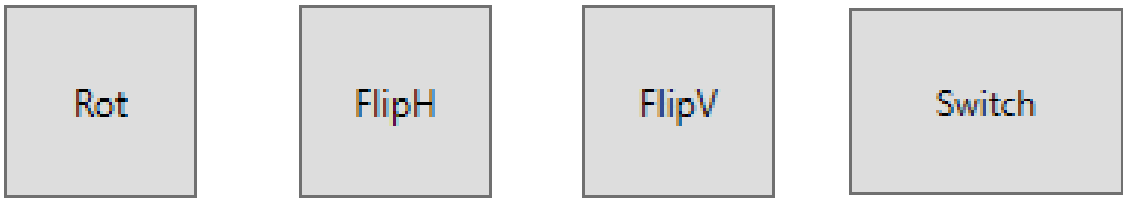

Figura 7-8 Pulsanti di movimento.
L'elaborazione, o segmentazione e allineamento, della pellicola viene eseguita automaticamente in background. Si devono allineare i bordi Anteriore (A) e Superiore/Sinistro (S/L). Se non sono allineati, ci sono varie opzioni di movimento sia per A/L che per A/S che permettono all'utente di allineare le pellicole (vedi Figura 7-8).